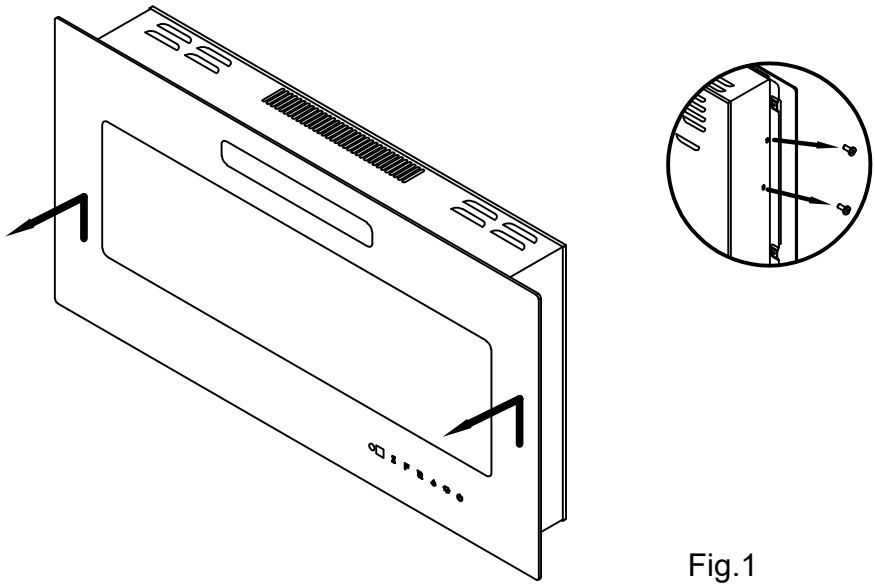
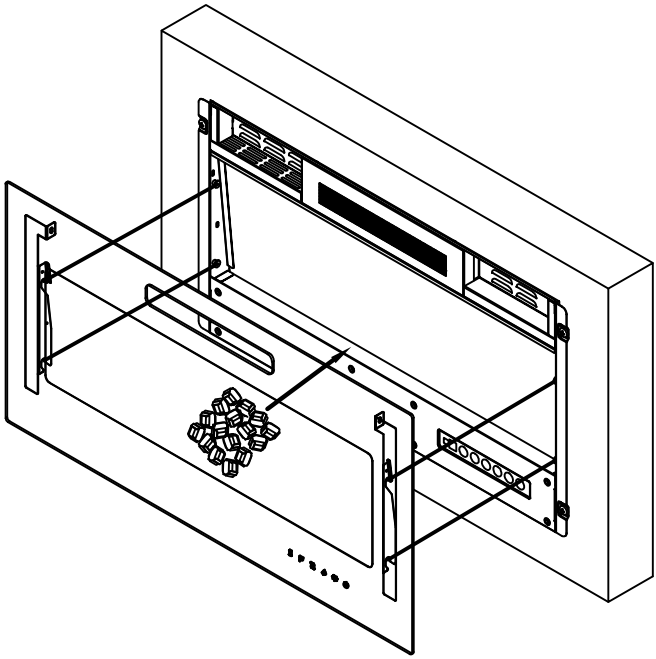

Fig.1
Fig.4
Installation (see Fig1~Fig4)
- Remove four silver screws from the sides of the heater,two screws on each side. Remove two screws from the front of the heater.Remove the tempered glass by lifting it from the lugs on the sides.see (Fig.1)
- Place the front glass surround over the front of the fire aligning the slots in the bracket at each side of the glass panel with the lugs on the sides of the fire ; See (Fig.4)